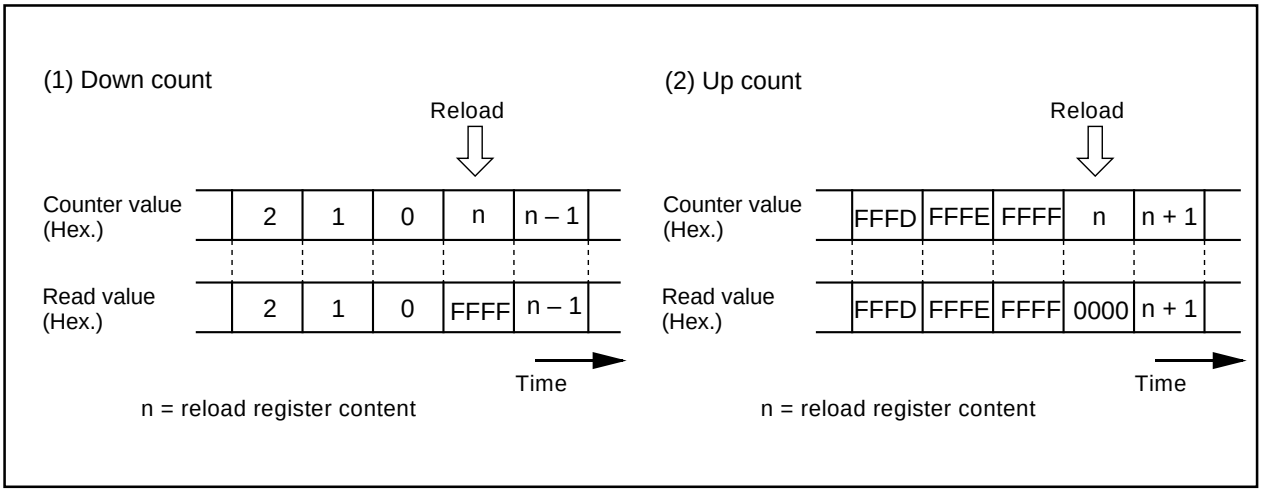

Figure 2.2.29. Reading timer A0 register
(1) To clear reset, the count start flag is set to “0”. Set a value in the timer A0 register, then set the flag to “1”.
(2) Reading the timer A0 register while a count is in progress allows reading, with arbitrary timing, the value of the counter. Reading the timer A0 register with the reload timing shown in Figure 2.2.29 gets “FFFF16” by underflow or “000016” by overflow. Reading the timer A0 register after setting a value in the timer A0 register with a count halted but before the counter starts counting gets a proper value.